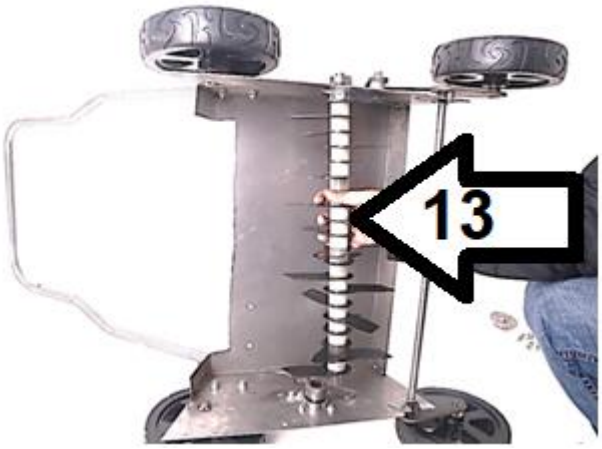

Rys. 15
2. Podnieś wałek (Rys. 15, poz. 13) i zdemontuj.